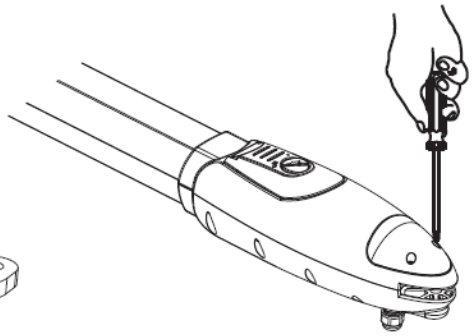

Figura 14
5. Afloje los dos tornillos y retire la cubierta posterior del motor como se muestra en la Figura 14.